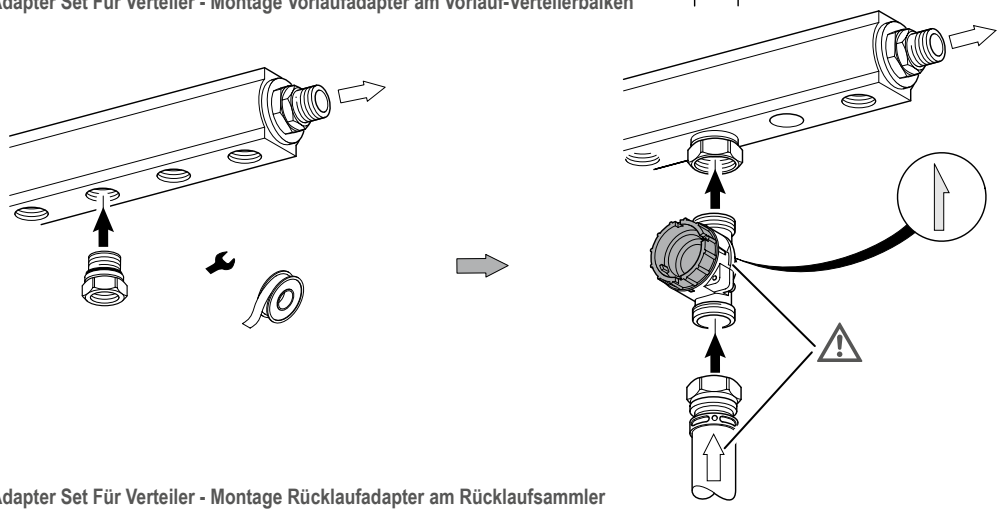

Fig. 13-4: Adapter Set Für Verteiler - Montage Rücklaufadapter am Rücklaufsammler
Die Adapter verfügen über folgende Anschlüsse und Funktionselemente (siehe Fig. 13-4):
13.1.2 Montage Rücklaufadapter am Rücklaufsammler (siehe Fig. 13-4):
- Außengewinde des Übergangsstückes R/Rp ½ mit z.B. Teflonband o. ä. (bauseits zu stellen) abdichten und gemäß Fig. 13-4 am Rücklaufsammler montieren.
- Rücklaufadapter gemäß Fig. 13-4 am Rücklaufsammler und an Rohranschluss montieren. Der Adapter verfügt über selbstdichtende Eurokonus-Anschlüsse. Dichtmaßnahmen wie Teflonband o. ä. sind hier nicht notwendig.
Auf die korrekte Strömungsrichtung/Einbaulage des Pumpenadapters gemäß Fig. 13-4 achten (s. Pfeilmarkierung am Adapter).